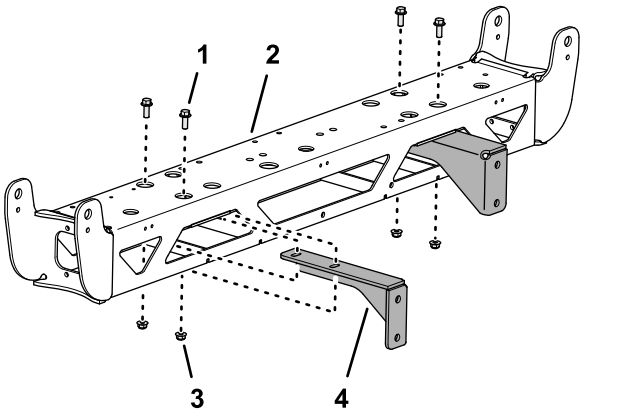

Figur 82
4. Ta bort de två flänshuvudskruvarna (3/8 x 1 tum) och de två flänslåsmuttrarna (3/8 tum) som fäster stödfästet på centersprutrampssektionen och ta bort fästet (Figur 82).
5. Upprepa steg 4 för det andra stödfästet (Figur 82).